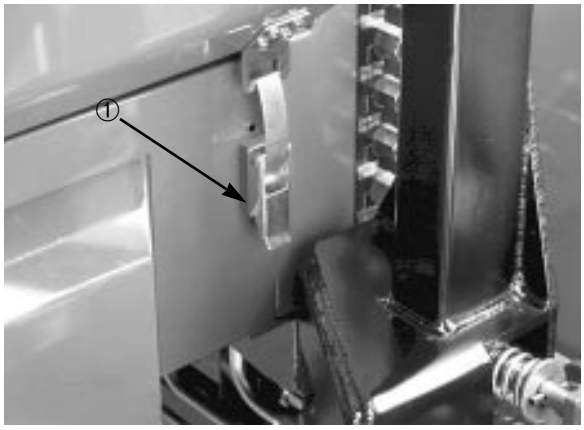

Fig. 1
1. Parcheggiare la macchina su terreno piano e sbloccare i fermi del coperchio del motore (Fig. 1).